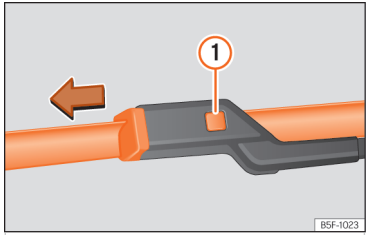

Abb. 158 Scheibenwischerblätter vorne auswechseln.
- Die Entriegelungstaste ››› (Abb. 158) ① gedrückt halten und gleichzeitig das Scheibenwischerblatt vorsichtig in Pfeilrichtung abziehen.